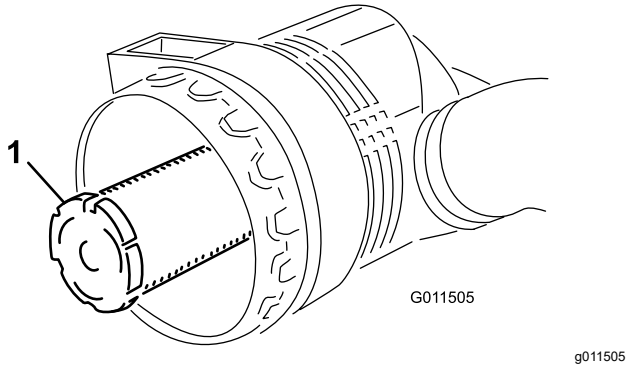

**Figur 87**
***Viktig:*** **Ikke prøv å rengjøre sikkerhetsfilteret (Figur 87). Erstatt sikkerhetsfilteret med et nytt etter hver tredje overhaling av det primære luftfilteret.**